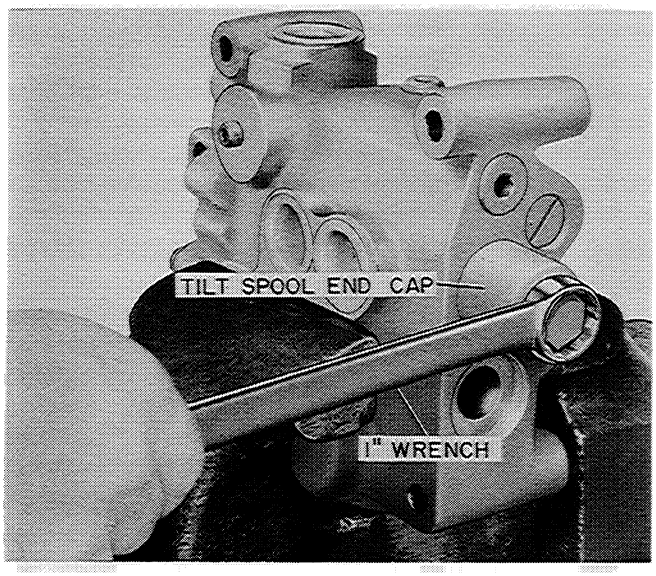

Figure D-17
1. Now remove the Tilt Spool End Cap using a 1" wrench as illustrated in Figure D-17.